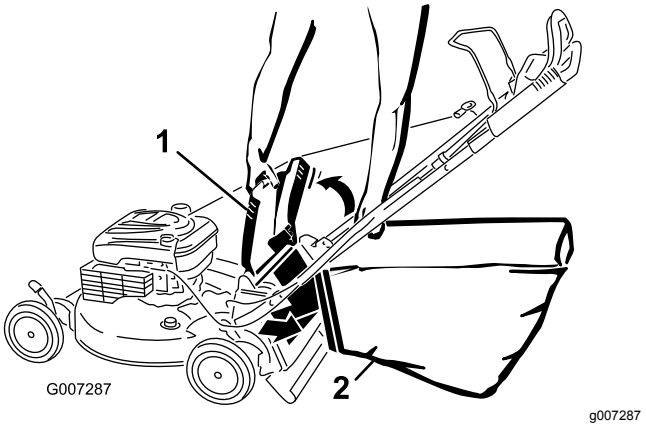

Rysunek 24
4. Zawieś górną przednią krawędź worka na wycięciach (Rysunek 24).